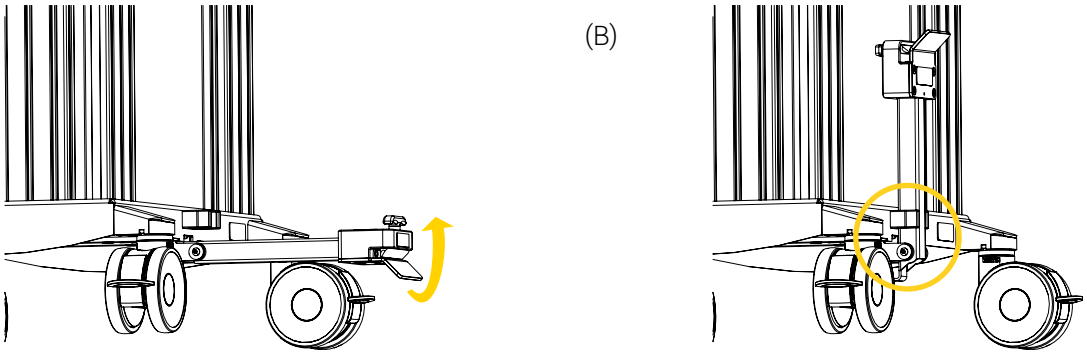

Figure 9 : Pivotement du bras rabattable
4. Pivoter le bras rabattable vers le haut jusqu'à sa position final, puis appuyer sur le bras pour l'insérer et le sécuriser dans son support à l'aide de votre pied (Figure 9).